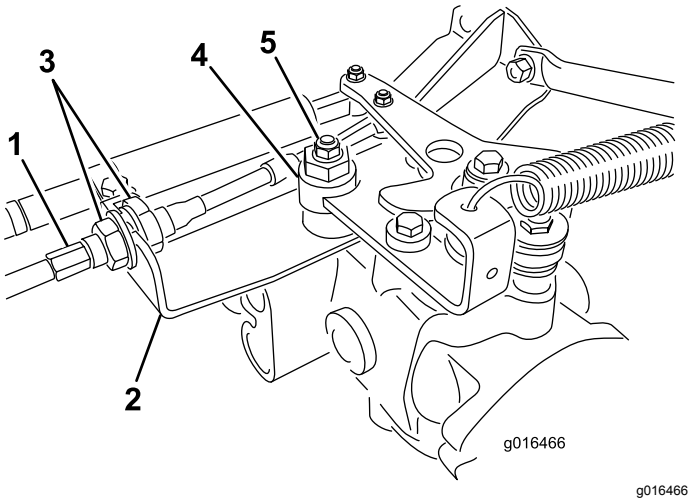

Figuur 41
A. Draai beide contramoeren los waarmee de tractiekabel is bevestigd aan het schutbord op de hydrostaat (Figuur 41). Zorg ervoor dat de contramoeren gelijkmatig en voldoende zijn losgedraaid om afstelling mogelijk te maken.
Opmerking: Draai de moer los waarmee de excentriek is bevestigd aan de bovenkant van de hydrostaat (Figuur 41).
E. Als het wielen niet meer draaien, zet u de moer vast waarmee de excentriek en de afstelling worden geborgd (Figuur 41).
G. Draai vanaf beide kanten van het schutbord de borgmoeren waarmee de tractiekabel is bevestigd aan het schutbord gelijkmatig vast (Figuur 41). Zorg ervoor dat u de kabel niet verdraait.